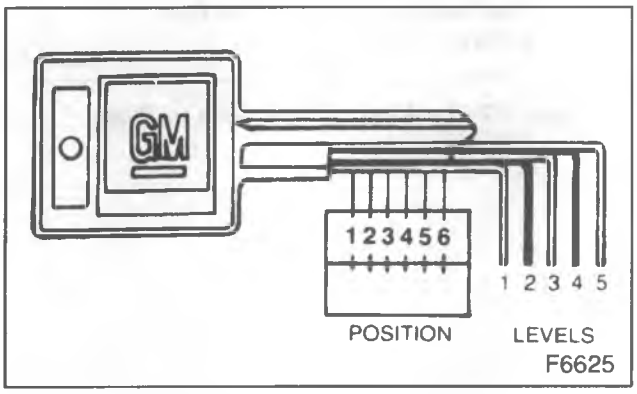

Figure 28 – Key Code Diagram
Key identification is obtained from the four character key code stamped on the knockout portion of the key head and an identification letter stamped on the key shank. After the code number has been recorded by the owner, the plugs should be knocked out of the key head. From these numbers, the lock combination can be determined by use of a code list. This list is available to owners of key cutting equipment from equipment suppliers. If the key code numbers are not available from records or from the knockout plug, the lock combination (tumbler numbers and position) can be determined by laying the key on the diagram in figure 28.
1. Determine the code from the code list or the key code diagram (figure 28).
Assemble (Figures 28 and 29)
2. Starting with position one (the open end or head of the cylinder), insert tumblers in their proper slots in the order called for by the code (figure 28 and 29).